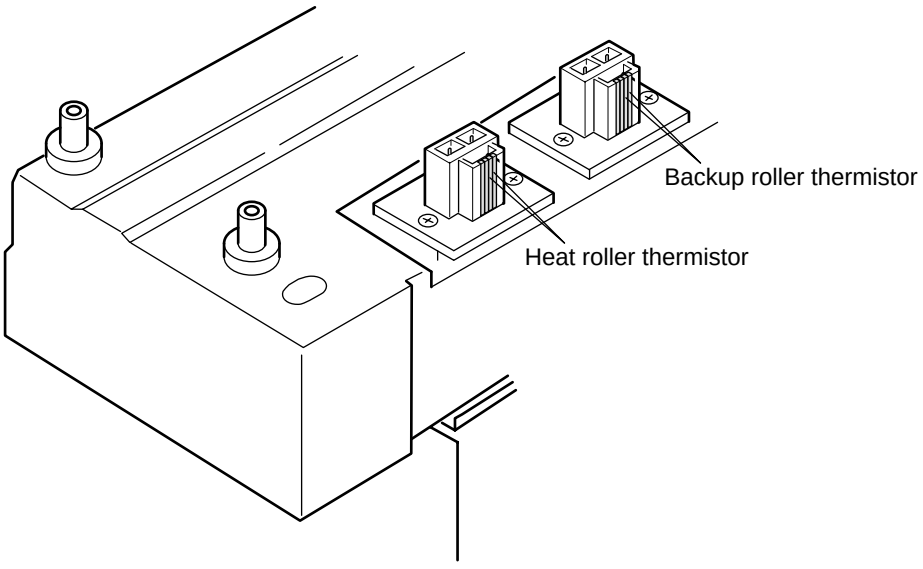

Figure 5-1
- Yes Is the heat roller thermistor broken or short-circuited? (See Figure 5-1.)
- No Is the backup roller thermistor broken or short-circuited? (See Figure 5-1.)